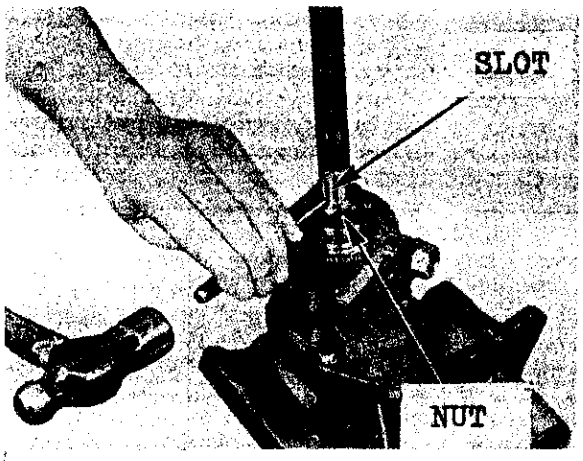

Fig. 16–When valve retaining nut is properly positioned as explained in text; stake nut to slot in shaft as shown.
21. Install new seal (24) in adapter (23) with lip of seal up (towards control valve). Install the adapter over steering shaft and to steering gear housing with a new 0.005 thick paper gasket (19) and tighten the retaining nuts to a torque of 25 Ft.-Lbs. Place new "O" ring (25) in groove in top of adapter. Place the small race, bearing retainer and large race over steering shaft and against shoulder on shaft. Lubricate valve spool and insert in housing with identifying groove in same direction as when removed. Insert the check valves in same bore from which they were removed and with open ends inward. Lubricate and insert the six plungers in the remaining bores with a spring between each set of plungers. Carefully place the assembled valve unit on steering shaft next to thrust bearing with the offset cylinder ports upward as shown in Fig. 16. Place large race of upper thrust bearing on shaft against valve, then install bearing retainer and small race. Place spring washer on shaft against small thrust bearing race with cup side of washer towards the race. Install a new lock nut, tighten the nut so that all end play is removed, then loosen the nut 1/6-turn and stake the nut to locating slot in steering shaft as shown in Fig. 16. Reinstall the steering column as outlined in paragraph 19.